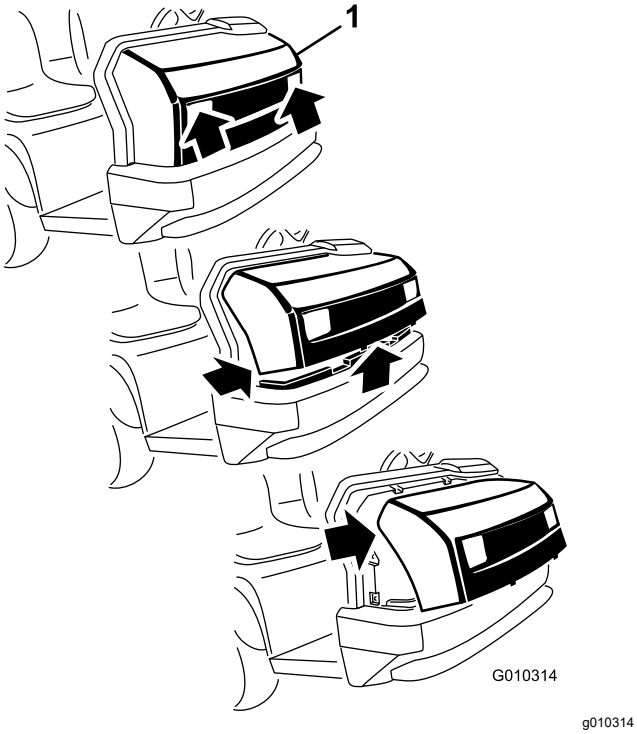

Figur 39
1. Mens du har fat i motorhjelmens forlygteåbninger, løfter du op i motorhjelmen for at frigøre de nederste monteringstapper fra stelrillerne (Figur 39).
2. Drej den nederste del af motorhjelmen opad indtil de øverste monteringstapper kan trækkes af rammeåbningerne (Figur 39).
3. Drej den øverste del af motorhjelmen fremad, og kobl ledningsstikkene fra forlygterne (Figur 39).